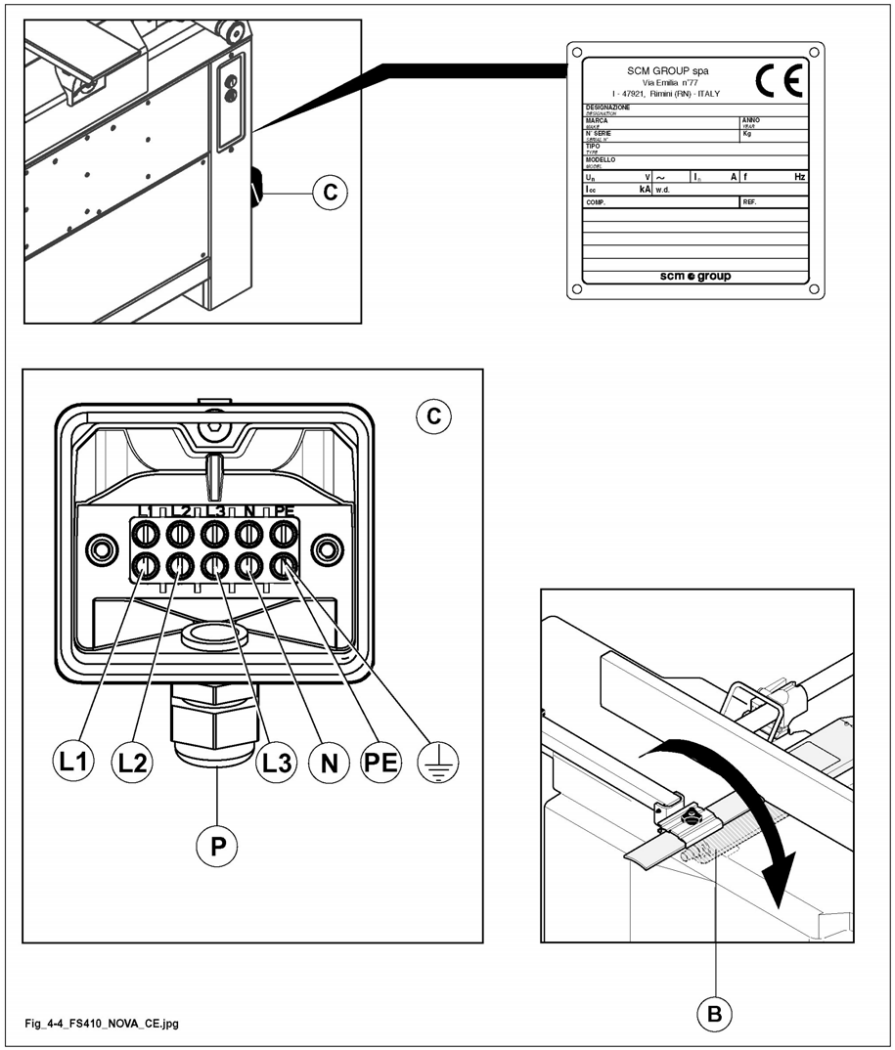

Fig. 4.4
the right working voltage is indicated on the plate fig.4.4; tolerance range: +/- 5%.
- take off the cover of the terminal board (C fig. 4.4);
- insert the supply cable into proper terminal screw (P fig. 4.4);
- connect the 3 phases to terminals L1-L2-L3 (fig. 4.4);
- if necessary connect neutral cable to terminal (N fig. 4.4);
- fit the cover of terminal board (C fig. 4.4);
- clamp terminal screw (P fig. 4.4).